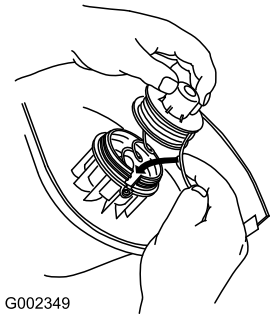

Figur 15
1. För in spolen i klipphuvudet och tråden i ögat medan du håller i tråden och spolen (Figur 15).